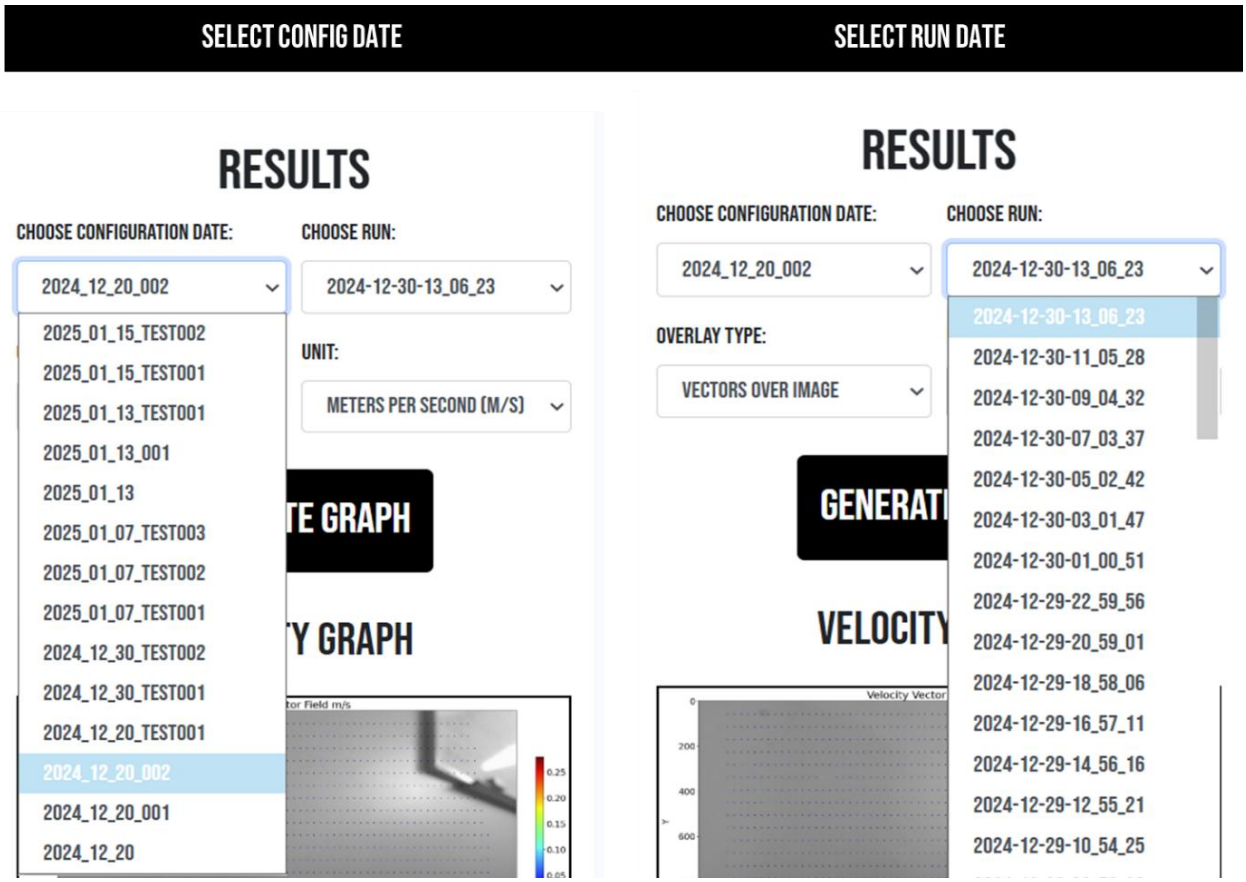

Figure 12 An example of how to select the configuration and PIV run to view its outputs.
- Data are organized by configuration date and run date – see Figure 12.